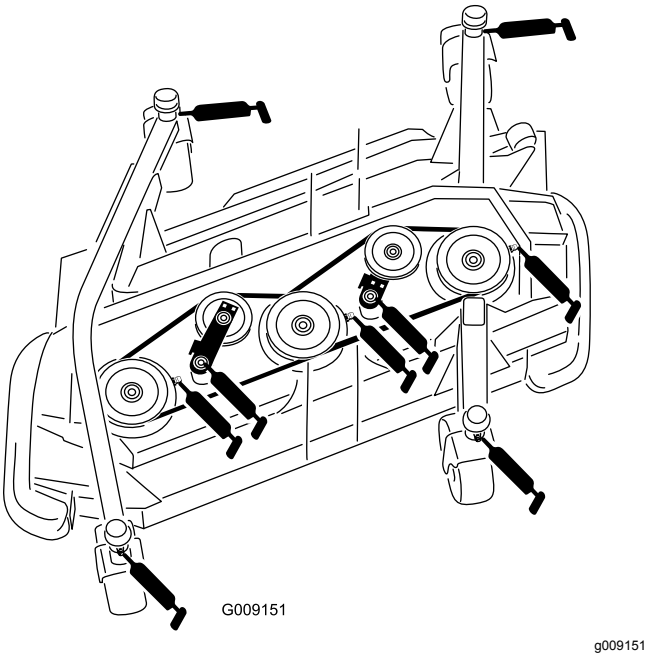

**Figur 91**
- 4 akselbøsning til styrehjulsgaffel (Figur 91)
- 3 spindelaksellejer (placeret på spindelhuset) som vist i Figur 91
- 2 styrearmens drejebøsninger (placeret på styreremskivens drejeaksel) som vist i Figur 91